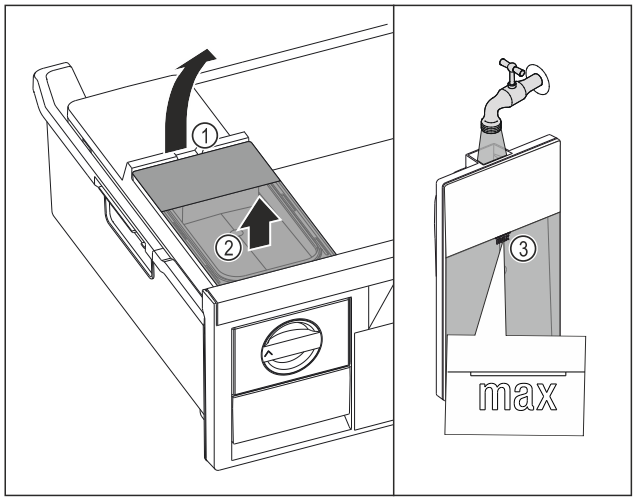

Fig. 129
▶ Lift the water tank at the recess *Fig. 129 (1)*.
▶ Remove the water tank by lifting it upwards. *Fig. 129 (2)*
▶ Fill the water tank with drinking water up to the mark *Fig. 129 (3)*.